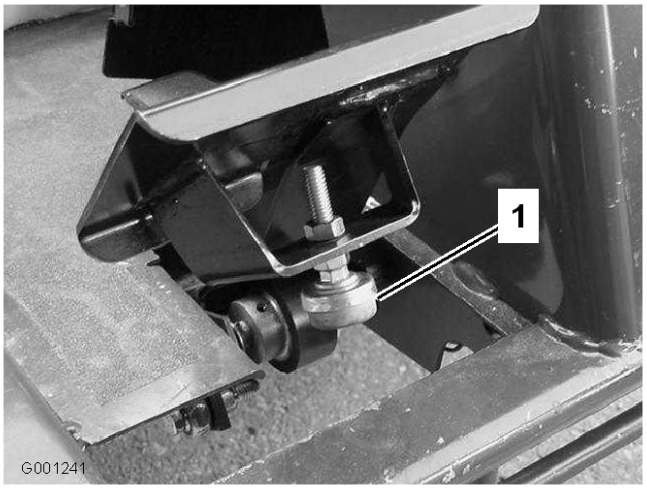

Figur 65
1. Kontrollera gaspedalens stoppjustering. Pedalstoppet (Figur 65) bör nudda ramen något innan pumpen når fullt utslag.